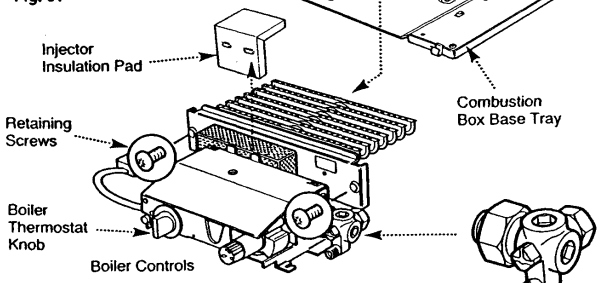

Fig. 62
1. Turn the boiler thermostat to “O” (Fig. 62).
5. Lift and remove the injector insulation pad (Fig. 62).
8. Undo the two screws retaining the controls to the combustion box (Fig. 62).